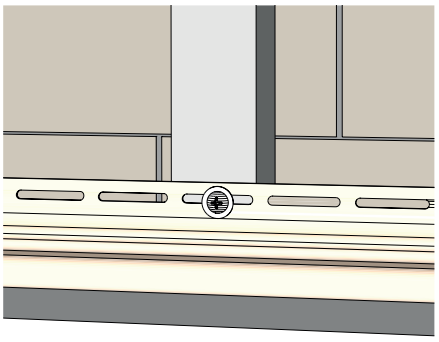

Рисунок 11
6.7 Все горизонтально монтируемые элементы необходимо вкручивать точно в середину перфорационных отверстий (рис. 11).